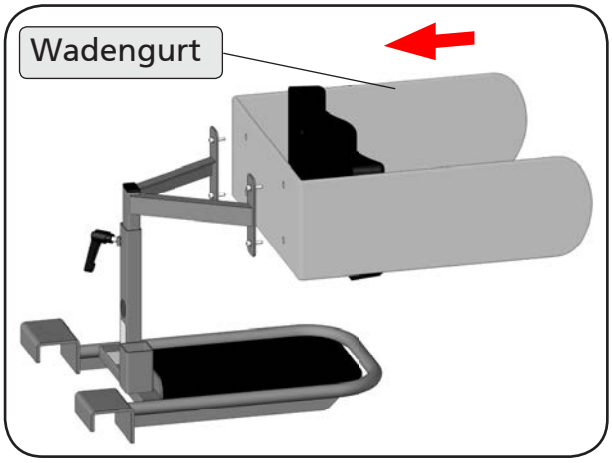

Abbildung 25
14. Stecken Sie den aks-Wadengurt mit den vier Öffnungen auf die Schrauben der Schienbeinstütze (Abbildung 25).